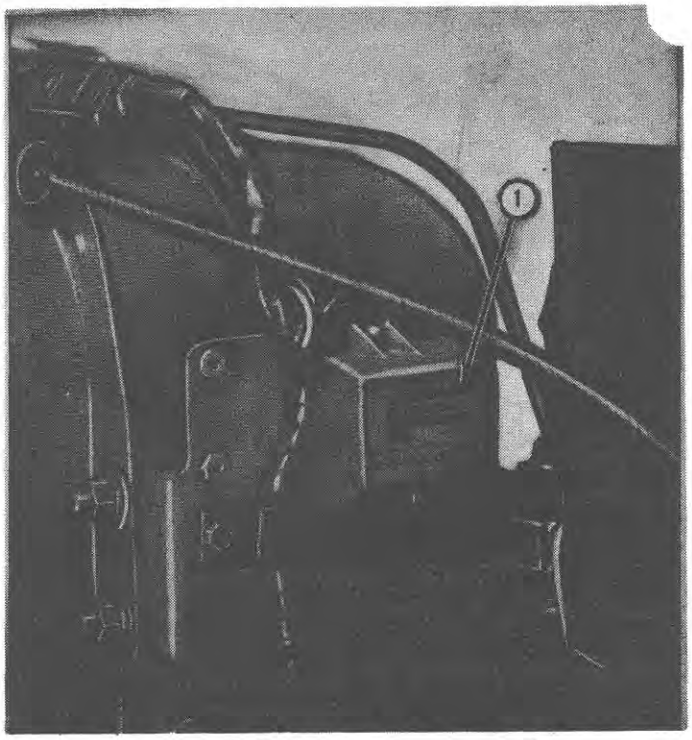

Figure 29
3. Disconnect the wiring harness from the voltage regulator quick disconnects. See Figure 29.